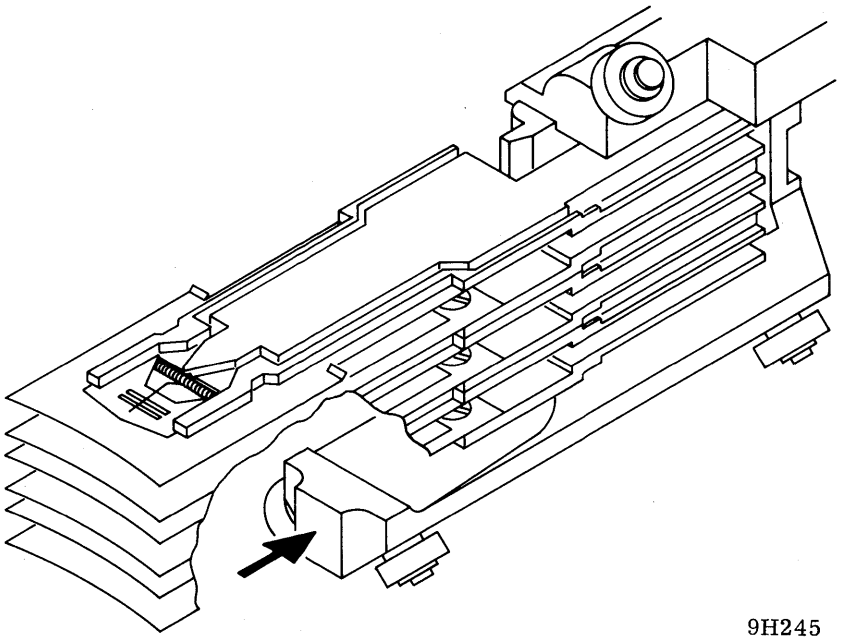

Figure 2-10. Returning Head Arm Assembly to retracted position
10. When finished dusting heads, place the index finger on surface of the carriage indicated by the arrow in figure 2-10. Push the head arm assemblies back to the retracted position. Avoid touching the head load/unload springs.